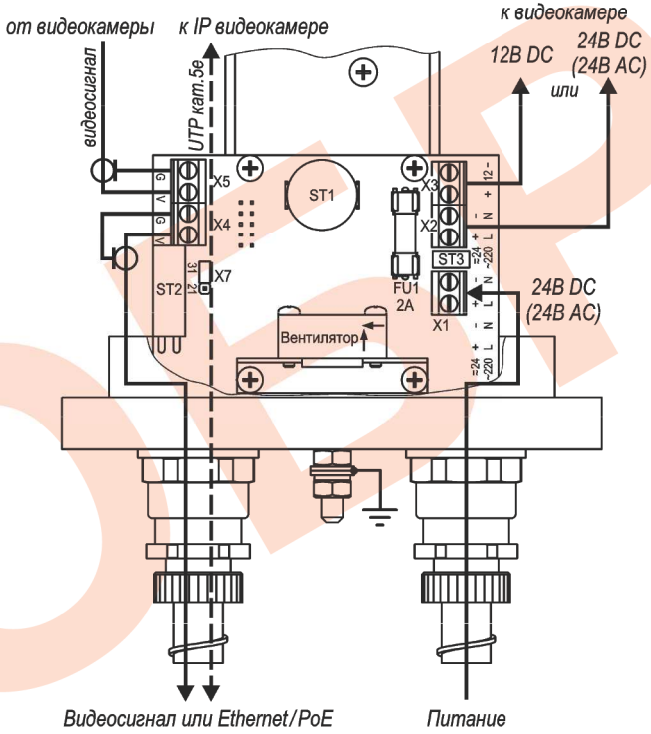

Рис.2 Подключение ТГБ-4Г Ex-24/12(24); ~24/12(~24)
4. Подсоединить видеокамеру к контактам платы коммутации в соответствии со схемой подключения (рис.2, 3 или 4).
5. Ввести через гермовводы внешние кабели (кабель видео и кабель питания) и подключить их к плате коммутации (рис.2 или 3).
Предприятием изготовителем джампер X7 установлен в положение «31» - мощность обогрева 31 Вт, для изменения мощности на 21 Вт джампер X7 необходимо переставить в положение «21» (см. рис.2 и 3).